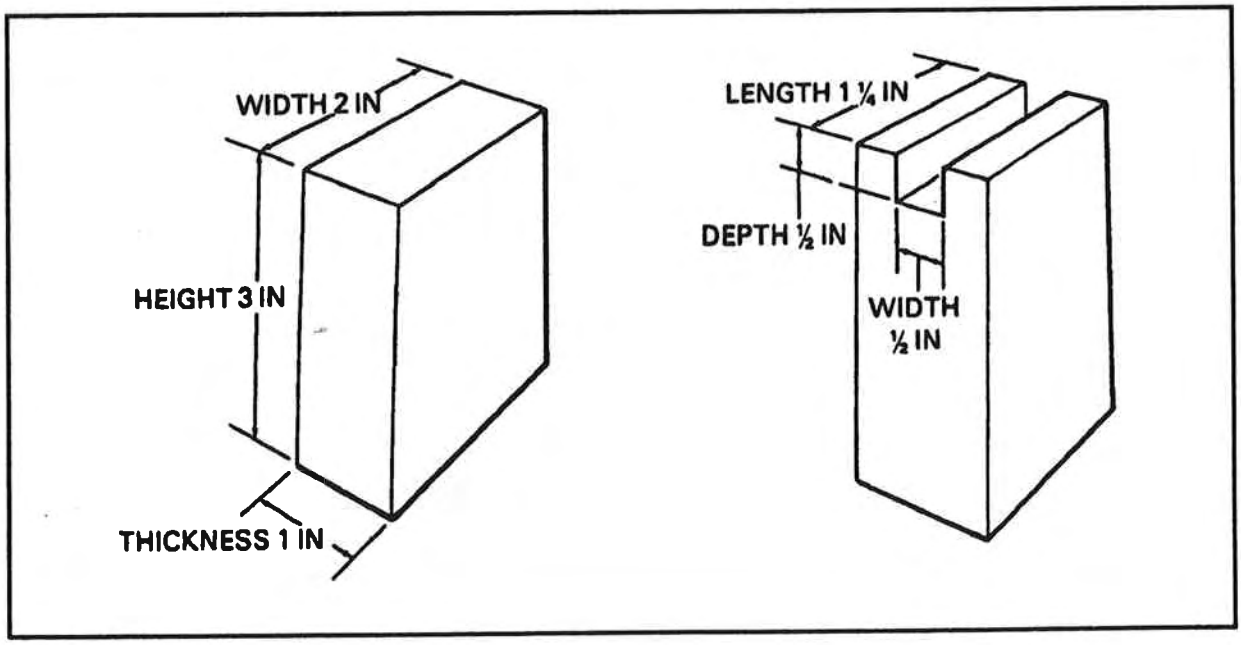

Figure 4-2. Examples of height and depth
- Height—the dimension of an object or of a part of it that rises above either its surface or the object on which it stands. For example, if a block is placed on a table so that its greatest dimension is upright (standing on end), this dimension is its height, not its length. In Figure 4-2 the block is 3 inches high; that is, its top is 3 inches above its bottom or above the surface it stands on.
- Depth—the perpendicular measurement downward from the top surface of the object or backward from the front surface. Figure 4-2 shows a block with a groove in the top surface. This groove is 1/2 inch deep; that is, it extends 1/2 inch below the top surface of the block.